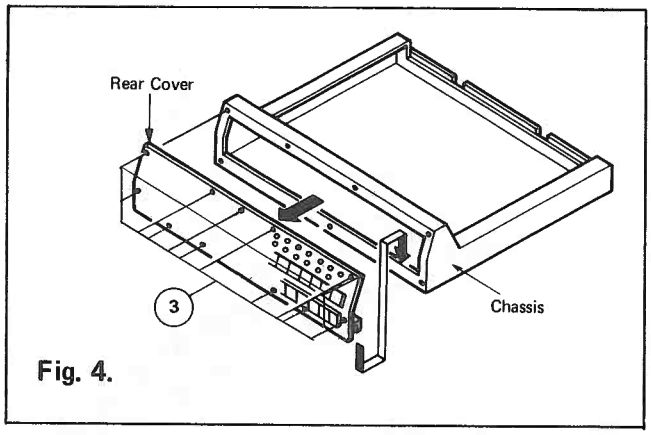

Fig. 4.
- Remove the rear cover by removeing the eleven screws ③ (Fig. 4)